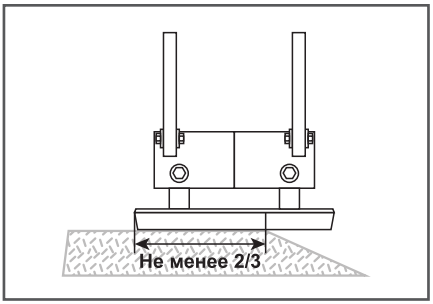

Рис. 11 Расположение виброплиты на краю обрабатываемой поверхности
10. При перемещении виброплиты по краю обрабатываемой поверхности, в плотном соприкосновении с поверхностью должно оставаться не менее 2/3 части рабочей площади плиты (Рис. 11).